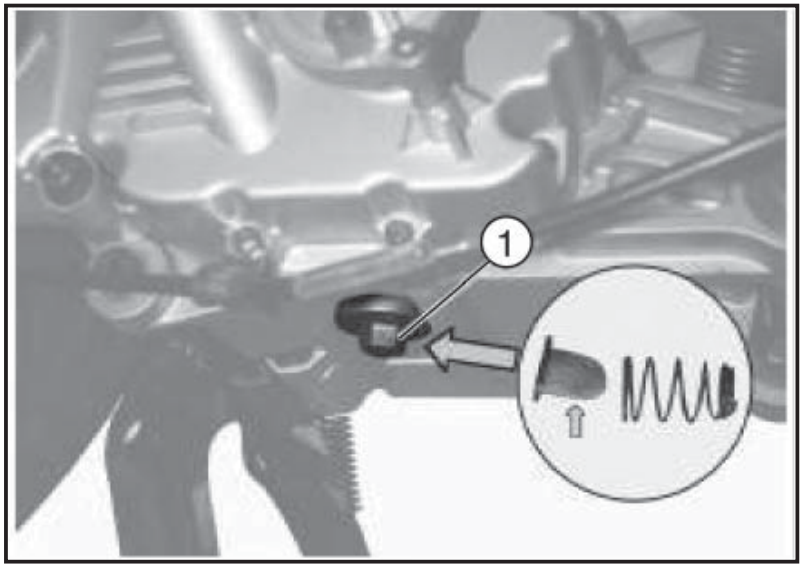

Fig. 01 QSI0005
SOSTITUZIONE (**Fig. 01**)
- Svitare il tappo di scarico «**1 - Fig 01**», recuperare la molla e il filtro a rete e far defluire tutto l'olio all'interno di un recipiente di capacità opportuna; togliere il filtro olio a cartuccia «**2 - Fig. 02**» e sostituirlo con uno nuovo.
- Inserire la molla di supporto ed il filtro olio a rete dopo averlo pulito (**Fig. 01**) dopodichè avvitare il tappo di scarico «**1 - Fig 01**», alla coppia prescritta.